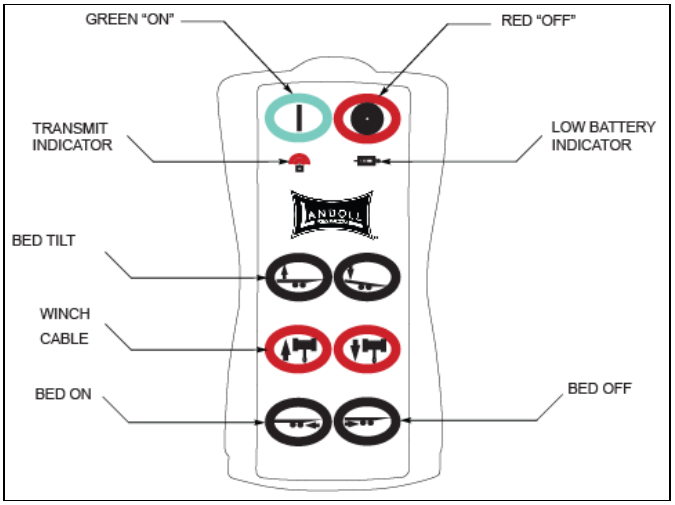

Figure 3-4: Remote Control Transmitter
1. A wireless six function radio remote control is available **(See Figure 3-4.)**